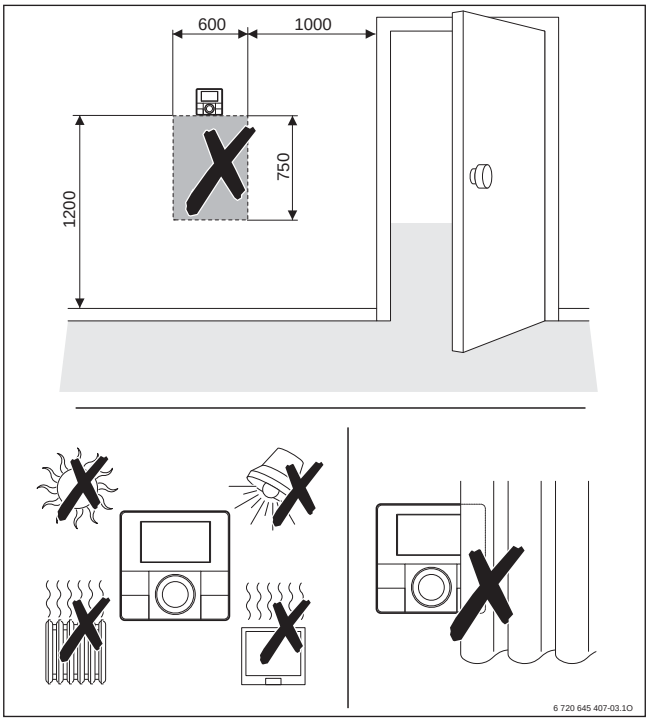

Bild 142 Position der Fernbedienung RC100/RC100 H im Referenzraum (Maße in mm)
▶ Bedieneinheiten für die raumtemperaturgeführte Regelung im Referenzraum installieren (→ Bild 142).